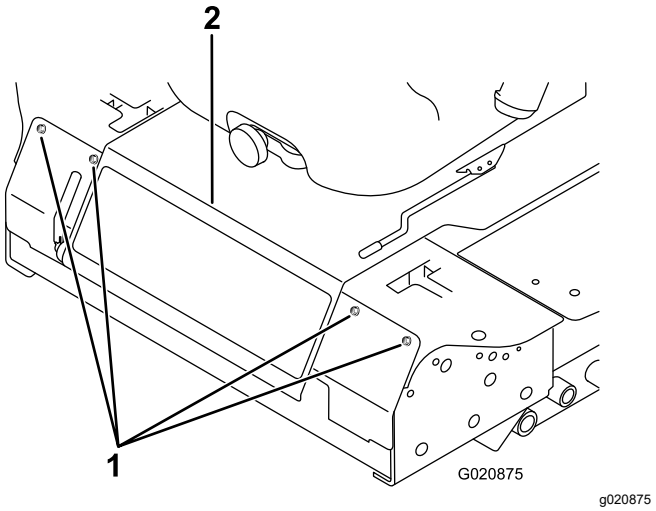

Figuur 49
3. Draai de bouten los waarmee het voorpaneel vastzit, en verwijder het paneel (Figuur 49).